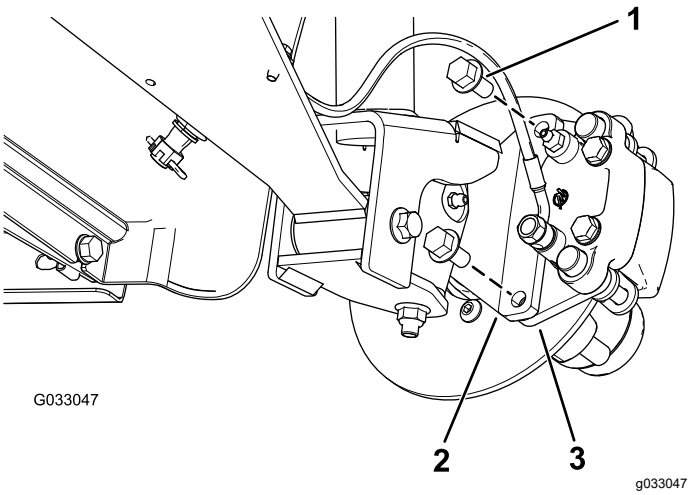
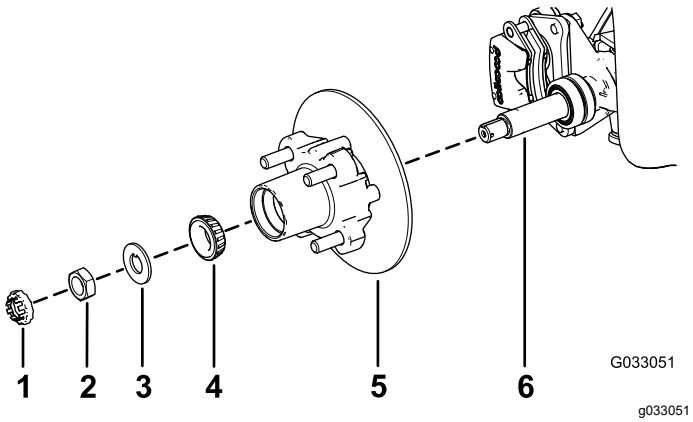

Figur 30
Figur 34
3. Ta bort de flänsskruvar (⅜ x ¾ tum) som håller fast fästet för bromsenheten vid spindeln, och separera bromsen från spindeln (Figur 30).
1. Stryk på ett tunt lager av det angivna fettet på spindeln (Figur 34).
2. Montera navet och rotorn på spindeln med rotorn inåt (Figur 34).
3. Montera det yttre lagret på spindeln och placera lagret på den yttre banan (Figur 34).
4. Montera säkringsbrickan på spindeln (Figur 34).
5. Gänga på spindelmuttern på spindeln och dra åt muttern till 15 Nm samtidigt som du roterar navet för att ställa in lagren (Figur 34).
2. Rikta in bromsklossarna på vardera sidan om rotorn (Figur 30) och hålen i bromsokets fäste med hålen i bromsfästet på spindelramen (Figur 34).
3. Fäst bromsokets fäste på spindelramen (Figur 30) med de två flänsskruvarna (⅜ x ¾ tum).